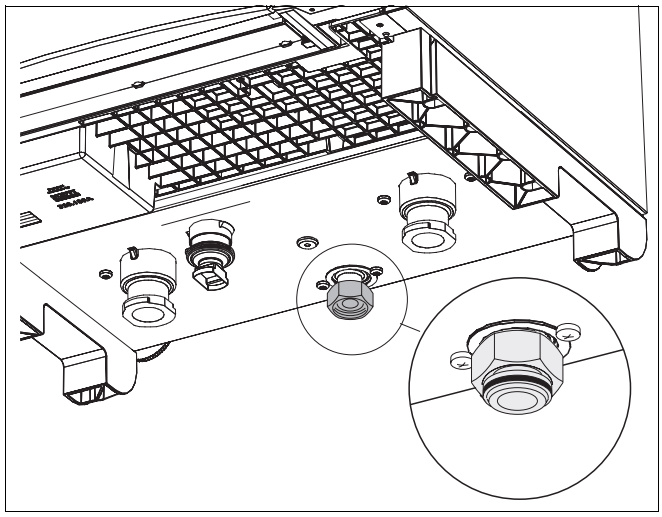

Bild 3 Gummidichtung
- Achten Sie darauf, daß sich die werkseitig vormontierte flache Gummidichtung in der Schraubverbindung (kesselseitig) befindet (Bild 3**, Lupe**).